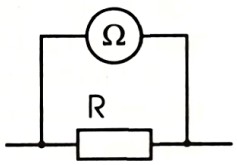

Рис. 3
1. Измерьте полное сопротивление переменного резистора (рис. 3).